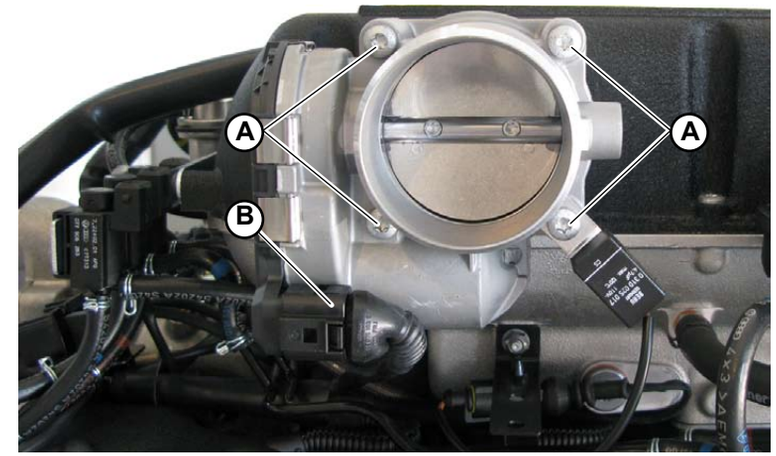

Fig.1
1. Connect the throttle body to the engine by tightening the 4 screws (**A-Fig. 1**) and connect the connector (**B-Fig. 1**).